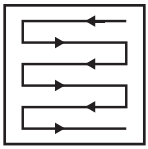

**Fig. 18**
5. Tunde în rânduri care se suprapun puțin. Tiparul cel mai eficient pentru tunderea gazonului este cel în linii drepte de-a lungul unei laturi. Astfel, rândurile rămân egale și tot gazonul este tuns fără a omite vreun loc (Fig. 18).